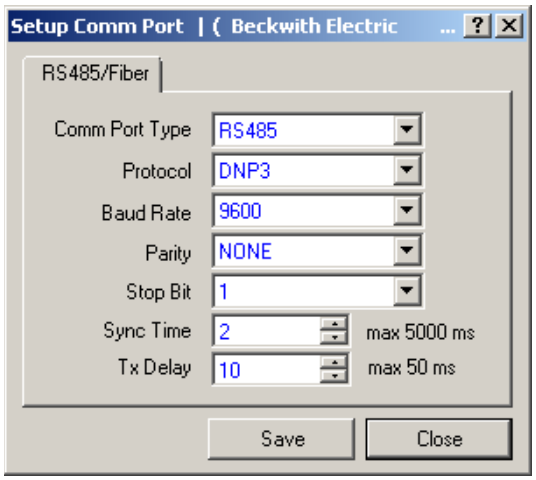

Figure 4-31 Setup Comm Port Dialog Screen
1. Select **Communication/Setup/Comm Port** from the TapTalk toolbar. TapTalk will display the "Setup Comm Port" dialog screen (Figure 4-31).